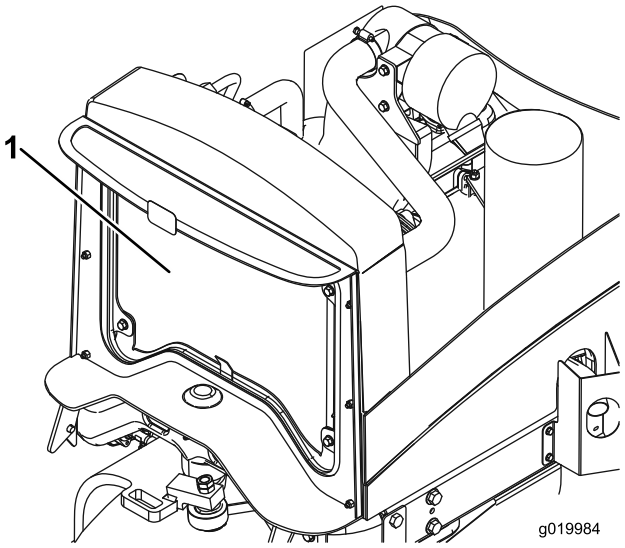

Figur 52
2. Rengør begge sider af køler- og oliekøleområdet grundigt med vand eller trykluft (Figur 52).